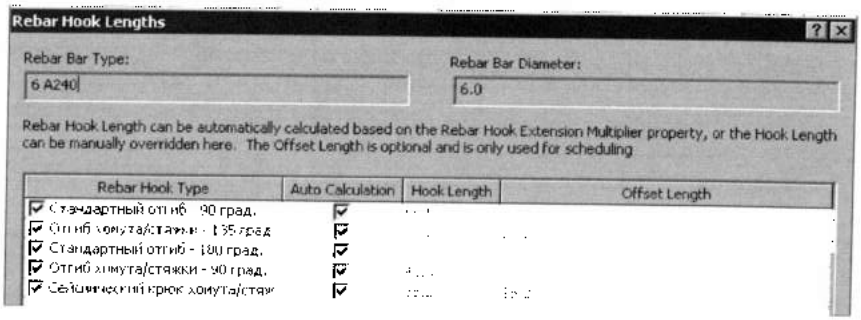

Рис. 43.18. *Установка параметров отгибов*
2. В разделе **Dimensions** (Размеры) кнопкой **Edit,** расположенной в строке параметра **Hook Lengths** (Длины отгиба), открыть бокс **Rebar Hook Lengths** (Длины отгиба арматуры) (рис. 43.18), в котором для выбранного типоразмера арматурных стержней создается автоматически заполняемый список (Типоразмер отгибов арматуры) допустимых типоразмеров отгиба арматуры (**Rebar Hook Type**). Типоразмеры отгибов, перед именами которых установлен флажок, отображаются в качестве возможных значений параметров **Hook at Start/End** в свойствах вхождения арматурного стержня. Каждый типоразмер отгиба также характеризуется длиной отгиба в данном типоразмере (**Hook Length**) и величиной смещения этого отгиба (**Offset Length**). Значения этих параметров либо вычисляются, если установлен флажок **Auto Calculation** (Автоматический расчет), либо задаются вручную, если указанный флажок сброшен.